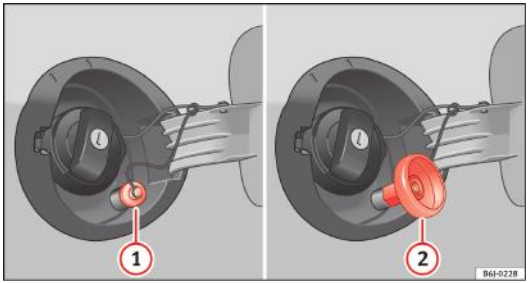

Fig. 128 Rezervorul de carburant deschis cu ştuţul de alimentare cu GPL şi adaptor.
– Deşurubaţi capacul ştuţului de alimentare cu gaz ⇒ fig. 128 (1).
– Înşurubaţi adaptorul necesar ⇒ fig. 128 (2) pe ştuţul de alimentare cu gaz (1).
– Deşurubaţi adaptorul ⇒ fig. 128 (2).
– Înşurubaţi capacul ştuţului de alimentare cu gaz ⇒ fig. 128 (1). ▶